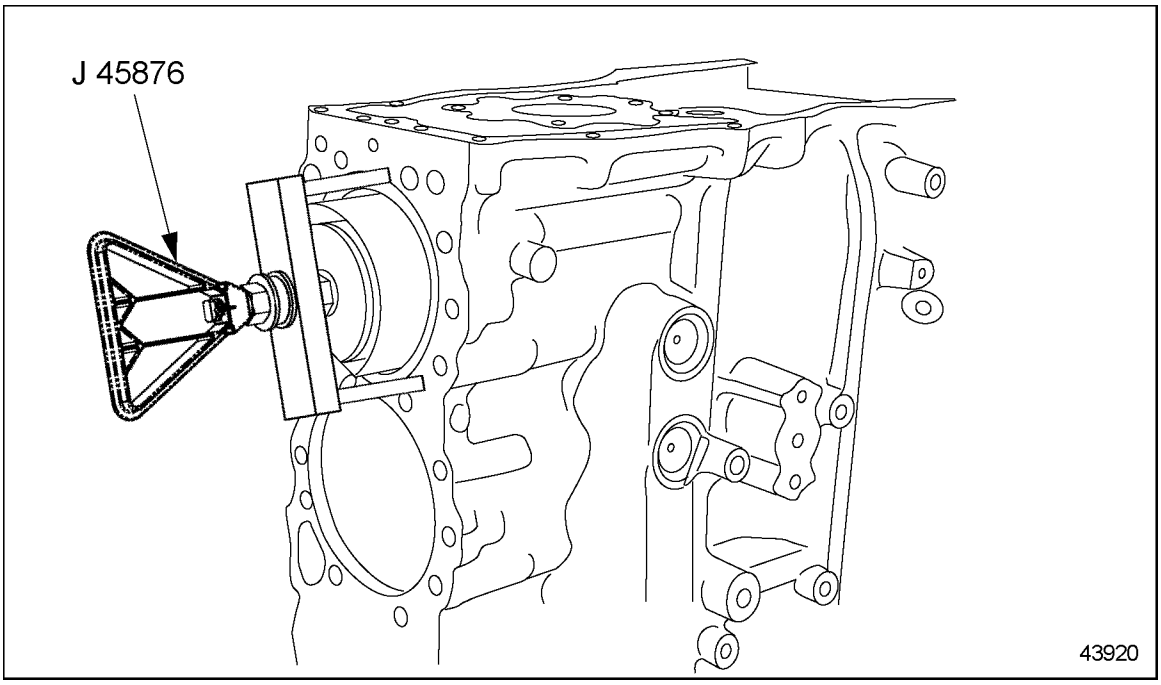

Figure 1-289 Cylinder Kit Removal Tool J 45876
7. Insert cylinder kit removal tool J 45876 in the bore of the cylinder to be removed. Tighten the bolt snug. (Do not overtighten.). See Figure 1-289.